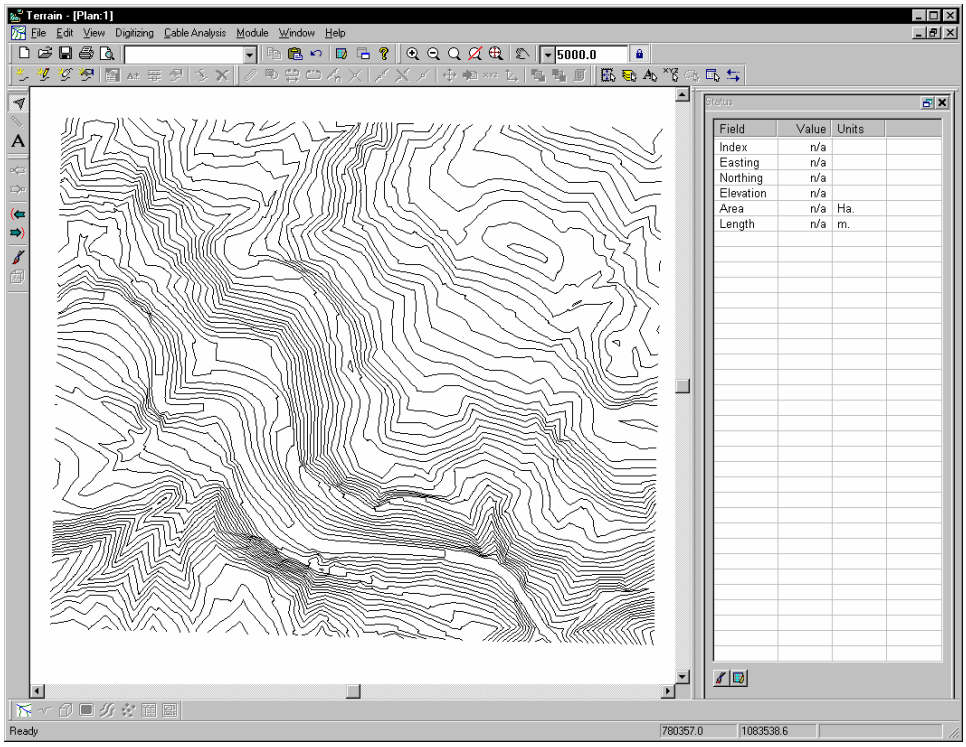

Figure 10.4: Remaining Features after Clipping
13. Press the *Zoom Extents* button. The end result should be similar to Figure 10.4.